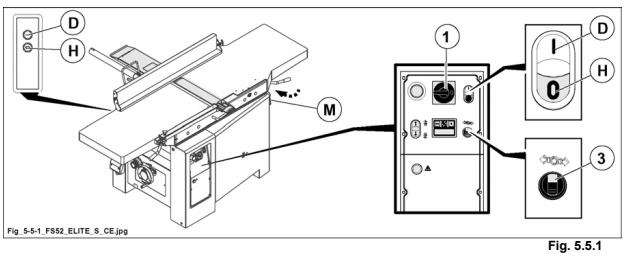

Fig. 5.5.1
- Verificare la perfetta chiusura dei piani a filo e bloccarli con l'apposita maniglia (M fig. 5.5-1).
- Ruotare su I (ON) l'interruttore generale lucchettabile (1 fig. 5.5-1).
- Premere il pulsante (D fig. 5.5-1) per avviare il gruppo operatore.
1) Premere il pulsante (H fig. 5.5-1).
2) Ruotare su "0" (OFF) l'interruttore generale lucchettabile (1 fig. 5.5-1).
è vietato arrestare il motore ruotando il selettore (3 fig. 5.5-1) sul simbolo ; freno motore sbloccato lampada spia accesa.